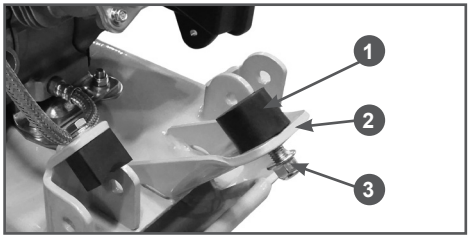

Рис. 5 Регулировка положения рабочей рукоятки
4. Отрегулируйте положение рабочей рукоятки по высоте. Положение рабочей рукоятки по высоте регулируется с помощью резинового упора 1 (Рис. 5). Для наглядности, на Рис. 5 показана виброплита без рабочей рукоятки.
Наклоните рабочую рукоятку вверх и выкрутите резиновый упор 1 из кронштейна 2 на несколько оборотов. Отпустите рабочую рукоятку и убедитесь, что положение рабочей рукоятки соответствует требуемому. При необходимости повторите. После окончательной регулировки затяните контргайку 3 (Рис. 5).